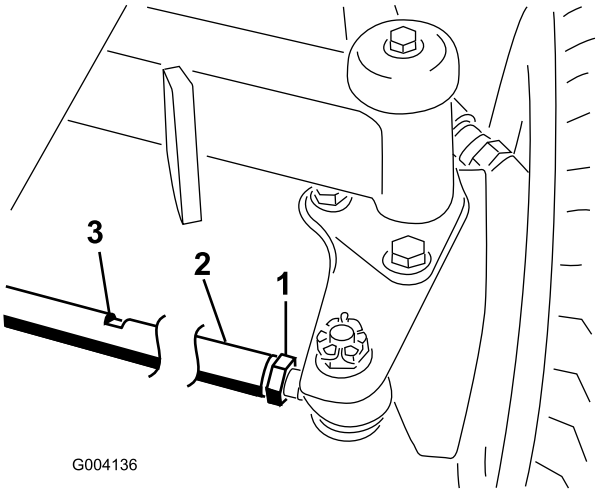

**Figur 65**
2. Løsn kontramøtrikken for hver ende af forbindelsesstangen (Figur 65).